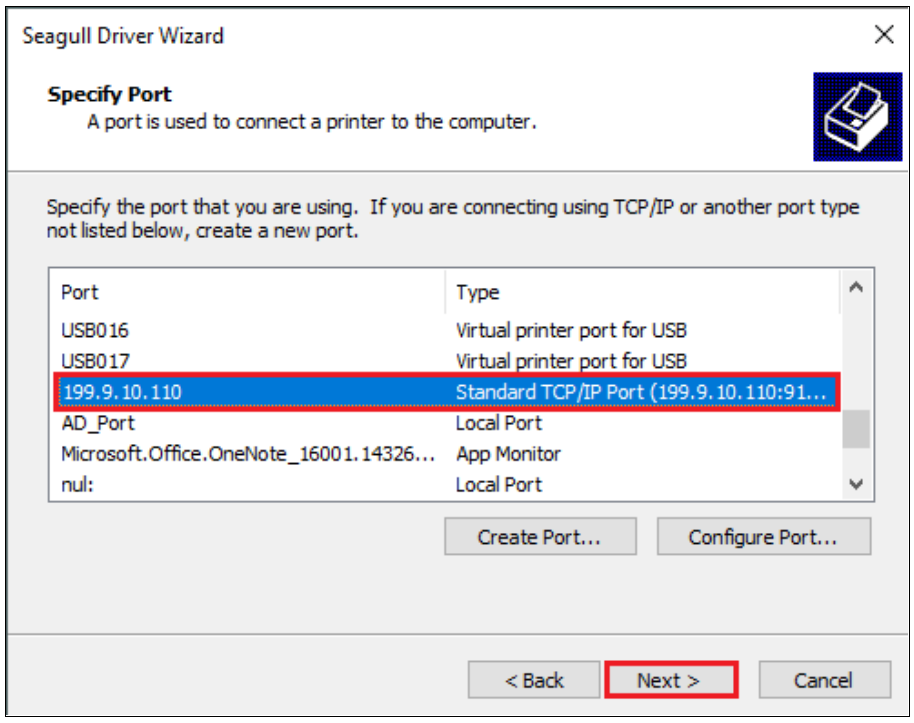

Figure 2-45 Specify Port Screen
9. Return to the "Specify Port" screen, select the TCP/IP Port that has been added, and click "Next", as shown in Figure 2-45.